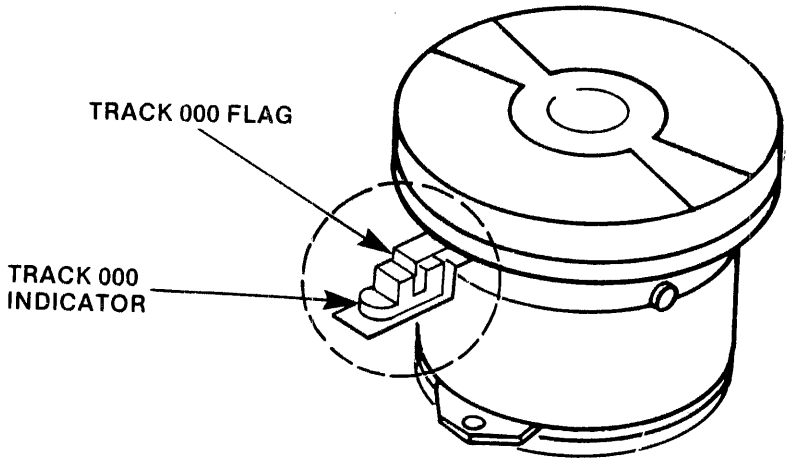

FIGURE 14. TRACK 000 FLAG ALIGNMENT
C. Position the flag so that it is centered in the Track 000 detector assembly (ref. Fig. 14).
D. With the drive at track zero, center Track 000 indicator flag in the center of Track 000 detector assembly (ref. Fig. 14).